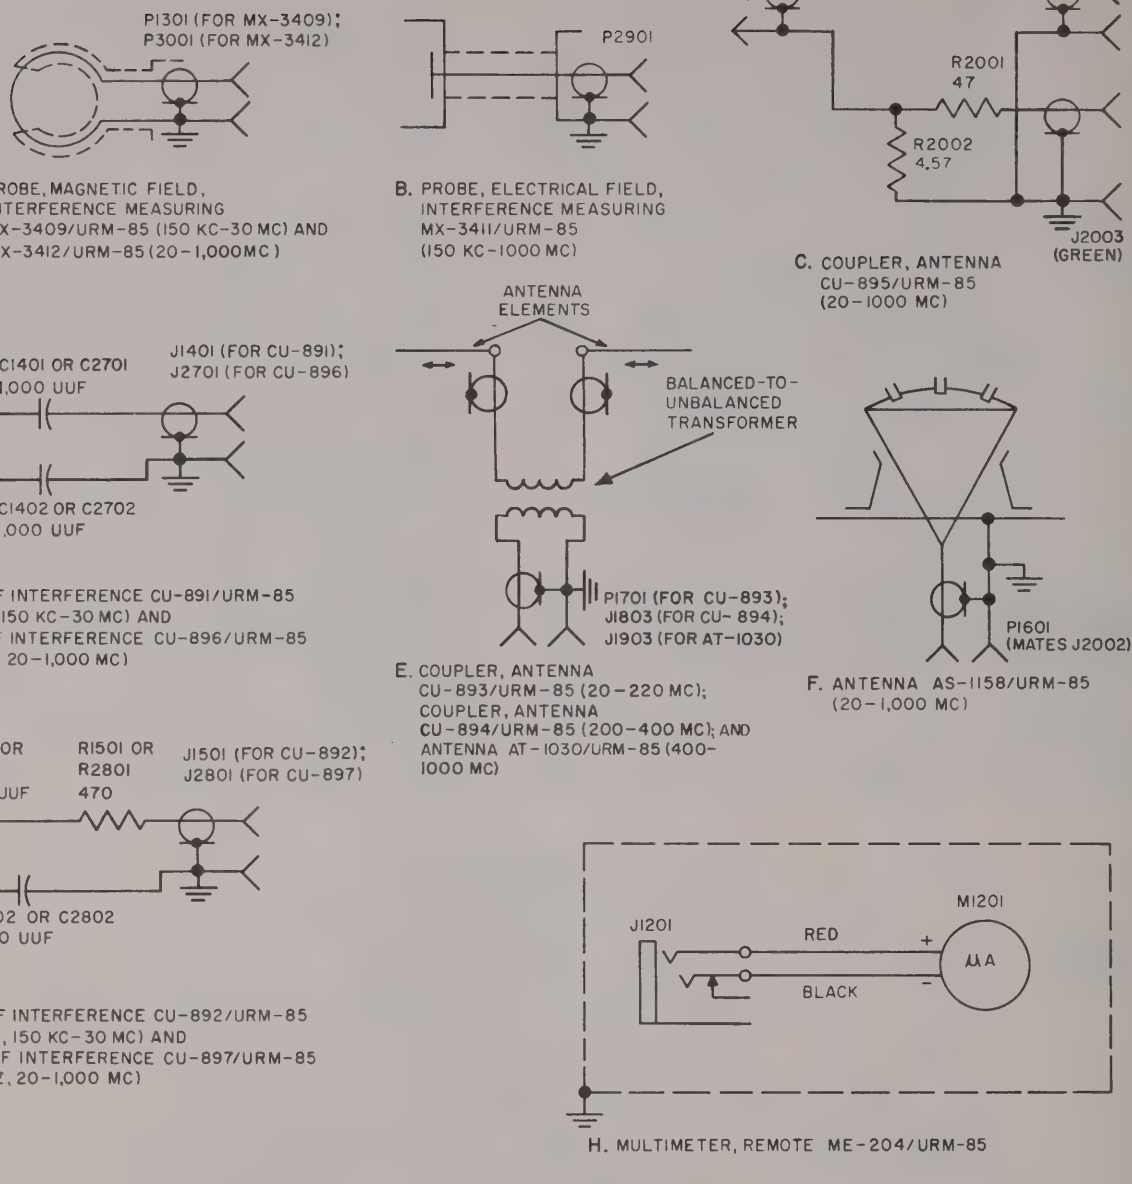

Figure 38. Signal pickup devices, schematic diagrams.
(1) above). The proper stepdown ratio is obtained by rotating band switch S1101 at the front of the antenna housing to the same frequency band in use by tuning unit 1.
(2) *Impulse generator signal path and attenuator pad.* When the vertical antenna base with the five series-connected mast sections is used, calibration of the test set is accomplished in the same manner as that described for the loop antenna (*a* (2) above). The attenuator pad, which consists of R1101 and R1102, is housed within connector J1102 and provides 20-db of attenuation to the impulse generator calibrating signal. This attenuation is counterbalanced as described in *a* (3) above.
c. Probe, Magnetic Field, Interference Measuring MX-3409/URM-85 (A, fig. 38). To localize the magnetic field components of rf interference in the 150-kc to 30-mc frequency range, a magnetic field probe is employed. This signal pickup device consists of a 3-inch diameter electrostatically shielded pickup loop at one end of a 9-inch long probe, which is terminated in a modified N-type connector at the opposite end of the probe. Therefore, the loop is insenitive to the electric field component of radio interference signals, but is highly responsive to the magnetic field component. Because of the realtively low frequencies involved as compared with the frequencies encountered in tuning units 2, 3, and 4, a number of turns of wire is required in the loop to induce an output signal of proper amplitude for driving the rf amplifier circuit in tuning unit 1. Connector plug P1301 delivers the signal power through the red color-coded coaxial cable of Cable Assembly Set, Electrical MX-3410/URM-85 to the main unit front-panel SIGNAL INPUT jack.
d. Coupler, Radio Frequency Interference CU-891/URM-85 (D, fig. 38). To conduct rf signals or noise interference signals from 50-ohm impedance two-wire audio-signal or electrical powerlines in the 150-kc to 30-mc frequency range, a capacitive-type pickup device is employed. This coupler consists of a rectangular
e. Coupler, Radio Frequency Interference CU-892/URM-85 (G, fig. 38). To conduct rf signals or noise interference signals from approximately 500-ohm impedance two-wire audio-signal or electrical powerlines in the 150-kc to 30-mc frequency range, another capacitive-type pickup device is employed. Similar in construction and function to the CU-891/URM-85 (*d* above), this coupler has one additional circuit component. Resistor R1501, in series with the ungrounded lead from the audio-line or powerline coupling capacitor C1501, serves as an impedance-matching device. Effectively, it converts the approximate 500-ohm input line to a 50-ohm coaxial cable jack J1501 to the 50-ohm impedance so that maximum power transfer from connector jack J1501 to the 50-ohm coaxial cable can be effected. Again, the red color-coded coaxial cable of Cable Assembly Set, Electrical MX-3410/URM-85 conducts the rf signal to the main unit front-panel SIGNAL INPUT jack for amplification, detection, and meter presentation.
60. Minor Components for Use with Tuning Units 2, 3, and 4 (fig. 38)
a. Antenna AS-1158/URM-85. The discone (broadband) antenna (F, fig. 38) is used as a nondirectional, relatively constant impedance antenna over the wide frequency range from 20 to 1,000 mc with tuning units 2, 3, and 4. In operation, it is mounted on the AT-1027/URM-85, which functions as a counterpoise to simulate earth ground. At the curved top surface of the cone, three sockets are provided to accept the specific number of Mast Sections (AB-21/GR) required for resonating with the rf signal under measurement, as illustrated in TM 11-6625-351-12. The rf signal is conducted from the base of the sockets within the antenna housing by a wire post to the modified N-type terminating connector P1601 at the base of the cone-shaped structure. The outside shell of connector P1601 is grounded through the unbalanced injection block (Coupler, Antenna CU-895/URM-85) and the rf cables to the ground potential of the main unit panel.
b. Coupler, Antenna CU-895/URM-85 (C, fig. 38). This coupler, housed in an irregular-shaped metal and plastic container, is provided as a means of coupling the output of Antenna AS-1158/URM-85 (*a* above) to the test set. One connector jack, J2002, located at one end of the coupler, mates the N-type connector plug, P1601, which terminates the base of the broadband antenna. Two connector jacks, J2001 and J2003, are located adjacent to each other at the opposite end of the coupler. These connectors function as follows:
c. Coupler, Antenna CU-893/URM-85 (E, fig. 38). Coupler Antenna CU-893/URM-85 is used for picking up radiated signals over the frequency range from 20 to 220-mc (corresponding to the range of tuning unit 2). It consists of a phenolic tube which functions as a supporting boom, a block assembly at one end of the boom, and a balanced-to-unbalanced transformer (balun) at the opposite end of the boom, the purpose of the block assembly is to serve as a means of physical attachment and electrical connection for the two arms of a telescopic dipole antenna. The purpose of the balun is to convert the balanced input feeding system, which consists of the two dipole arms, into an unbalanced feed which consists of the single coaxial terminating connector P1701.
d. Coupler, Antenna CU-894/URM-85 (E, fig. 38). Coupler, Antenna CU-894/URM-85 is used for picking up radiated signals over the frequency range from 200- to 400-mc (corresponding to the range of tuning unit 3). This coupler functions identically with the CU-893/URM-85 (*c* above). At one end of the boom, its block assembly is physically constructed of plexiglass instead of phenolic material; in addition, the CU-894/URM-85 output connector at the balun end of the boom is designated reference symbol J1803.
e. Antenna AT-1030/URM-85. Antenna AT-1030/URM-85 is used for picking up radiated signals over the frequency range from 400- to 1,000-mc (corresponding to the range of tuning unit 4). Although this antenna is not shown in figure 38, it is identical in circuit analysis with the CU-893/URM-85 (*c* above) and the CU-894/URM-85 (*d* above) except for the addition
f. Probe, Magnetic, Interference Measuring MX-3412/URM-85 (A, fig. 38). The magnetic field probe is used to localize magnetic field components of rf interference in the 20- to 1,000-mc frequency range. This signal pickup device is identical in function with the MX-3409/URM-85 (para 59c) which is used for the 150-kc to 30-mc frequency range. Because of the higher frequency electromagnetic fields employed, only 1 turn of wire in the loop end of the probe is required. Connector plug P3001 mates the red color-coded coaxial cable of Cable Assembly Set, Electrical MX-3410/URM-85, so that the path of continuity to the main unit SIGNAL INPUT jack is completed.
g. Coupler, Radio Frequency Interference CU-896/URM-85 (D, fig. 38). The CU-896/URM-85 (a capacitive-type pickup device) is used to conduct rf signals or noise interference signals from 50-ohm impedance 2-wire audio-signal or electrical powerlines in the 20- to 1,000-mc frequency range. The CU-896/URM-85 is identical in function with the CU-891/URM-85 (para 59*d*), but differs in the following physical respects:
h. Coupler, Radio Frequency Interference CU-897/URM-85 (G, fig. 38). The CV-897/URM-85 (another capacitive type pickup device) is used to conduct rf signals or noise interference from approximate 500-ohm impedance 2-wire audio-signal or electrical powerlines in the 20- to 1,000-mc frequency range. This coupler is identical in function with the CU-892/URM-85 (para 59e), but differs in the following physical respects:
61. Minor Electrical Components for Use with All Tuning Units (fig. 38)
a. Probe, Electrical Field, Interference Measuring MX-3411/URM-85 (B, fig. 38). The electrical field probe is used to localize the electric field component of rf interference over the complete frequency range of the test set from 150-kc to 1,000-mc. This signal pickup device consists of
b. Multimeter, Remote ME-204/URM-85 (H, fig. 38). This meter is used when signal level indications are required at a remote location from the front panel of the main unit. The distance from the front panel is limited to the 30-foot length of Cord Assembly, Electrical CX-4305/U, which interconnects the front panel RECORDER EXT METER jack to the remote meter jack J1201. Inserting one telephone plug PJ-068, which terminates one end of the CX-4305/U, into the main unit RECORDER EXT METER jack removes meter multiplier resistor R725 from the metering signal path in the main unit (fig. 8). Inserting the remaining telephone plug, PJ-068, which terminates the opposite end of the CX-4305/U, creates a new path of continuity for the metering signal. The resistance of meter movement M1201 is substituted for meter multiplier resistor R725, and identical meter pointer deflections are presented simultaneously on both the panel-mounted meter and the remote meter.
c. Cable Assembly Set, Electrical MX-3410/URM-85 (I, fig. 38). This minor component consists of two 30-foot lengths of Cable, Radio Frequency RG-5B/U that are taped together at frequent intervals to prevent shifting in their relative positions. One length of RG-5B/U is terminated in N-type connectors P2201 and P2202. Each connector has a red plastic band identifying it as the proper pair for coupling the rf incoming signal from the signal pickup device in use to the main unit front-panel SIGNAL INPUT jack. The second length of RG-5B/U is also terminated in N-type connectors, but these two plugs are designated P2203 and P2204. Each of these latter connectors has a green plastic band identifying it as the proper pair for coupling the calibrating signal from the main unit IMPULSE OUTPUT jack to the correspondingly color-coded impulse signal connector on the three signal pickup devices that employ the series method of calibrating the test set.
d. Cable Assembly, Power, Electrical CX-6680/U (J, fig. 38). This 6-foot length of three-conductor cable connects the main unit front-panel POWER receptacle to a source of power 110-125 volts, 50-400-cps. One end of the ac power cable is terminated in a three-socket female-type MS3106-14S-1S connector (P2401) and connects to the front-panel POWER receptacle. The other end of this ac power cable is terminated in a two-prong male-type plug, UP-120M (P2402) and connects to either a wall receptacle (from which 110-125-volt, 50-400-cps, 100-volt ampere power is available) or the AC OUTPUT receptacle on Transformer, Power, Isolation and Step-Down TF-248/G. A battery clip, attached to plug UP-120M by an 8-inch length of insulated wire, is provided for connecting the third conductor in the ac power cable to conduit or earth ground.